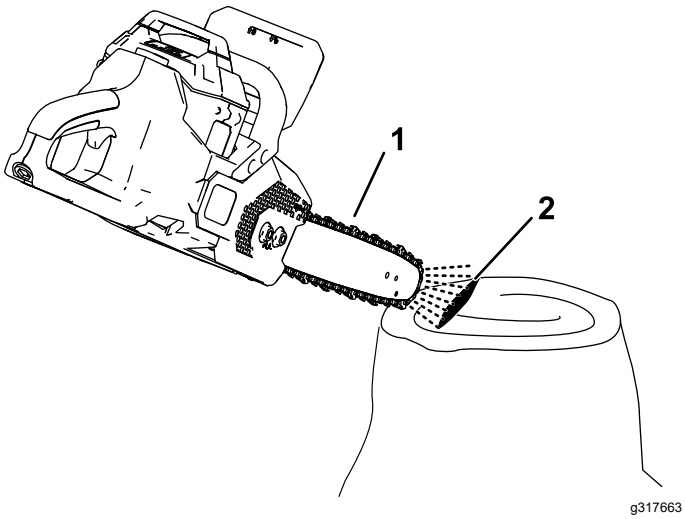

Figure 28
2. Pour vérifier que l'huile arrive jusqu'à la chaîne, pointez le nez de la tronçonneuse à quelques centimètre/pouces au-dessus d'une surface (papier, carton, souche, etc.) et démarrez la tronçonneuse; un peu d'huile devrait être pulvérisé sur surface (Figure 28).